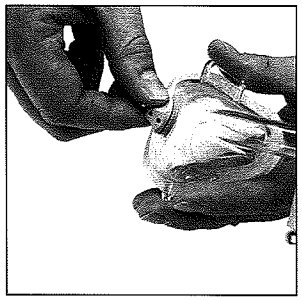

Abbildung 6
Die DeVilbiss Serenity-Maske verfügt über ein einzigartiges Merkmal, das es erlaubt, die Richtung des Luftstroms aus den Abluftöffnungen zu wählen. Die Richtung des Luftstroms kann dadurch eingestellt werden, indem das einstellbare Ventil (3) in die gewünschte Richtung gedreht wird, wie in **Abbildung 6** gezeigt.